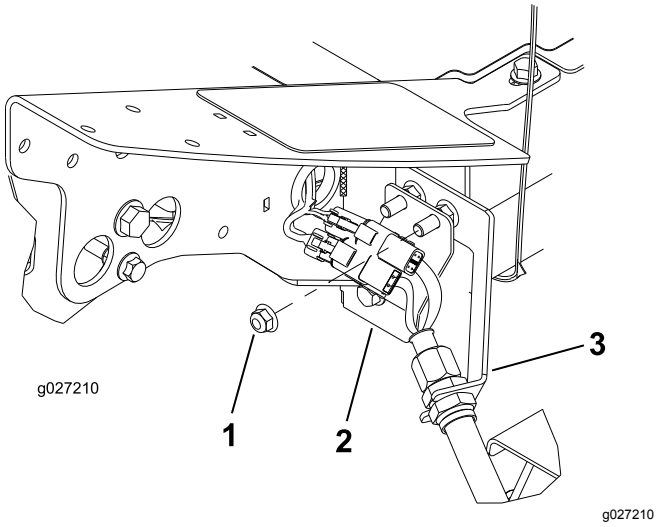

**Figur 12**
1. På fremre venstre hjørne av rammen (ved klippeenhet nr. 4) fjerner du den ekstra flensmutteren fra bolten som fester skilleveggbraketten på maskinen (Figur 12).
3. Sett koblingsplaten på skilleveggens monteringsbolter med koblingene plassert som vist i Figur 12.